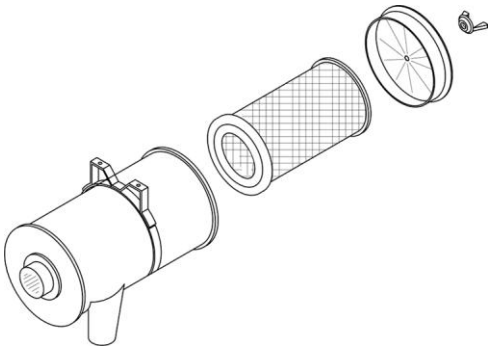

ABB. 5.2: LUFTFILTERELEMENT
B. AUSTAUSCH DES LUFTFILTERS (siehe Abb. 5.2)